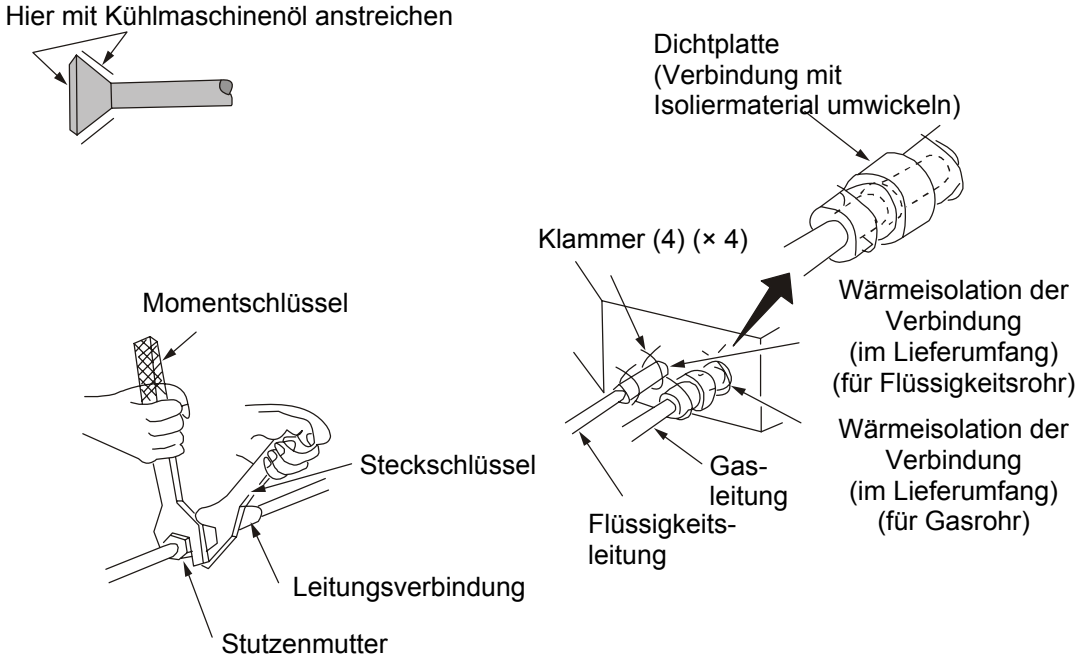

Abb. 3
- Bei Anschließen oder Trennung der Geräteleitungen sind ein Steck- und ein Momentschlüssel gleichzeitig einzusetzen, wie im Bild 3 gezeigt.
- Überprüfen, ob Rohrleitungsverbindungen gasdicht sind, und anschließend Wärmeisolation der Anschlüsse gemäß Bild 3 ausführen.